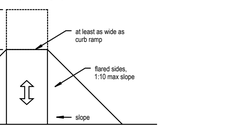

Figure 406.4
A. Landings shall be provided at the tops of curb ramps. the landing clear length shall be 36" minimum. The landing clear width shall be at least as wide as the curb ramp, excluding flared sides, leading to the landing. (Fig. 406.4)